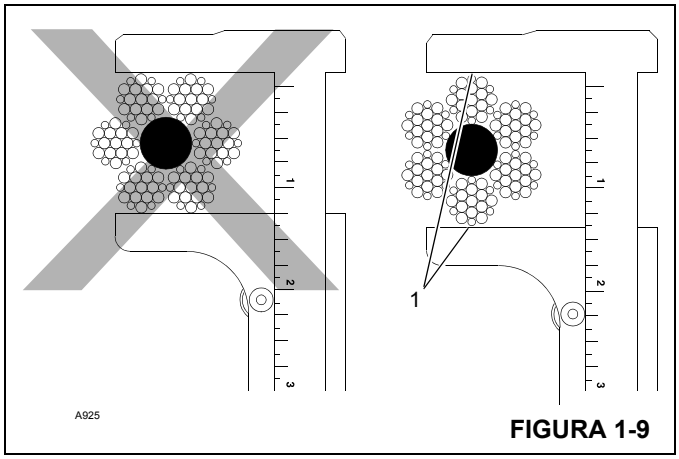

FIGURA 1-9
12. Mida el diámetro del cable entre las coronas (1) de las trenzas para determinar si el cable se ha dañado (Figura 1-9).